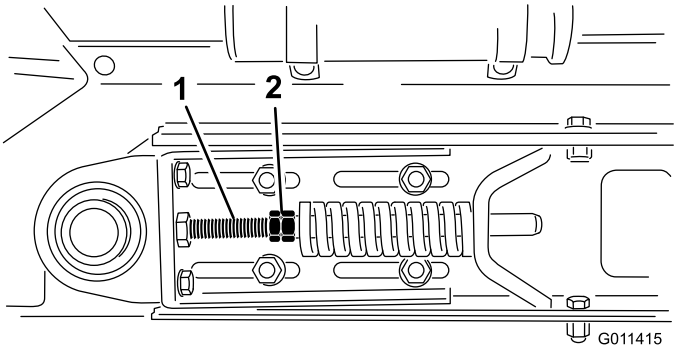

Figur 31
3. Løsne låsemutrene og mutrene på strekkstangen for å frigjøre fjærspenning (Figur 31).